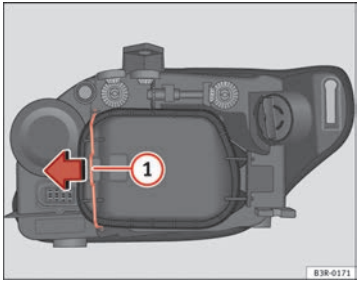

Abb. 198 Standlicht (Fahrzeugaußenseite)
– Den Spanner ⇒Abb. 198 (1) in Pfeilrichtung bewegen und den Deckel abnehmen, indem zuerst die Seite des Spanners und danach die beiden Laschen des anderen Endes des Deckels abgenommen werden.